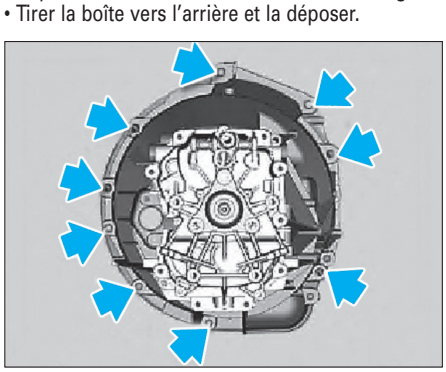

Fig. 13
• Déposer les vis du tour de boîte (flèches) **(Fig.13)**.